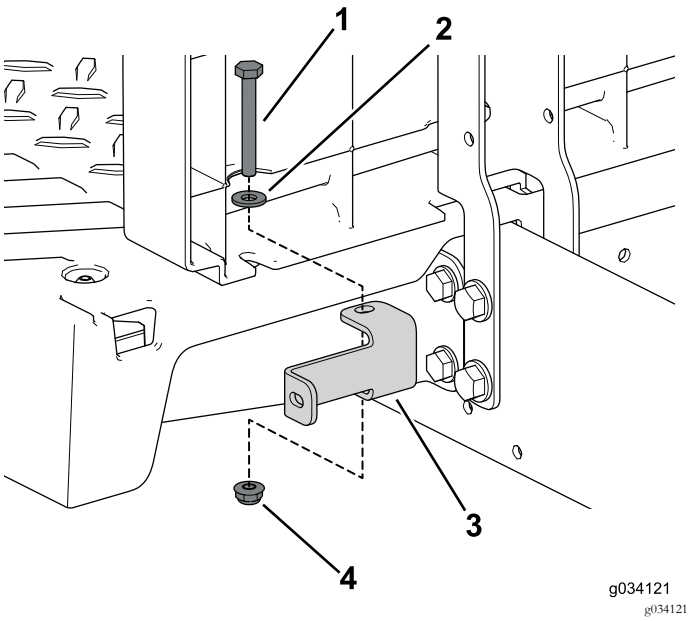

Figur 41
6. Sätt fast de vänstra och högra panelfästena på maskinen med två skruvar (1/4 x 2 tum), bricka och låsmutter (Figur 41).